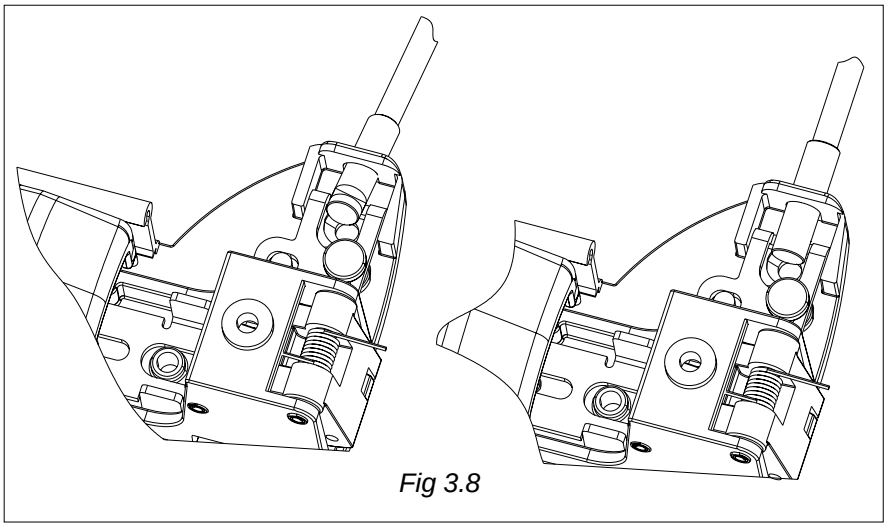

Fig 3.8
4) Before fitting the Touchbar, the short rod needs to be fitted, to do this refer to **Figs 3.8.**
6) Rotate the rod until it clips over the cut out in the linkage. (see Fig.3.8)